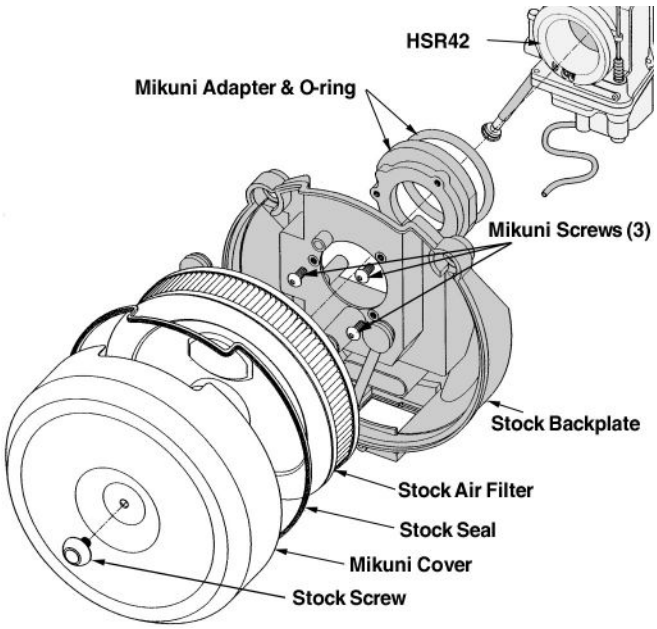

Figure 4
B. Use a small amount of thread lock on each of the screws (Figure 4).